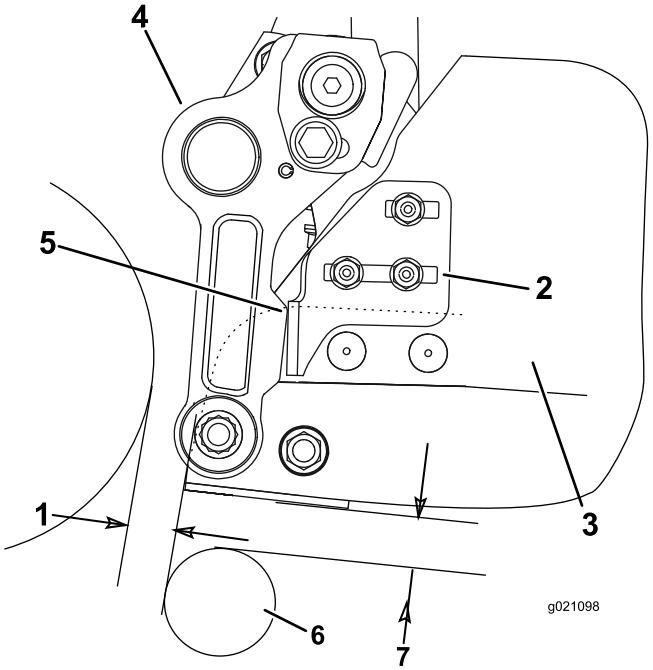

Figur 10
- Løsn bræddeboltene i hver side af opsamleren, der fastgør opsamlerens stopbeslag til opsamleren (Figur 10).
- Placer opsamleren parallelt med klippeenheden med en afstand på mindst 6 mm mellem opsamlerens kant og cylinderen (Figur 10).